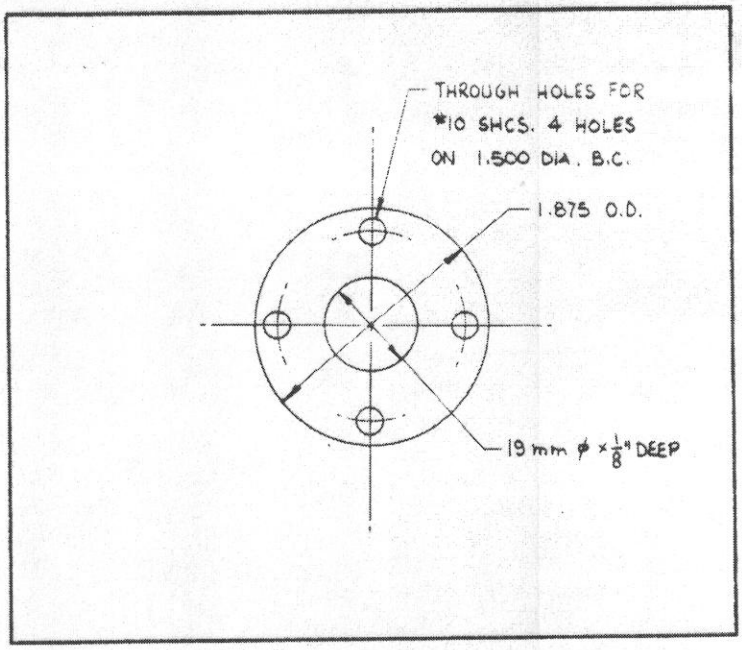

Figure 3-2 Robot Gripper Mounting Dimensions
1. Fasten gripper to robot flange using 4, #10 socket head cap screws as shown in figure 3-2.